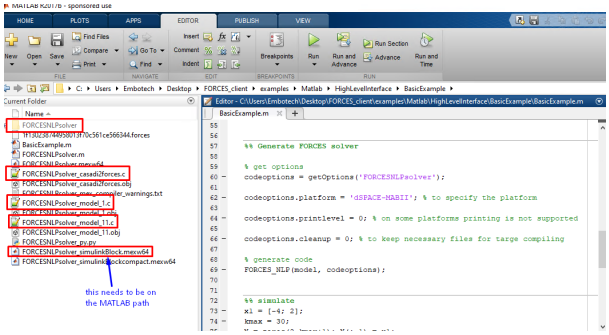

Figure 10.4: Add the folder containing the `.mexw64` solver file to the Matlab path.
4. (Figure 10.4) Make sure the `FORCESNLPsolver_simulinkBlock.mexw64` file (created during code generation) is on the Matlab path.